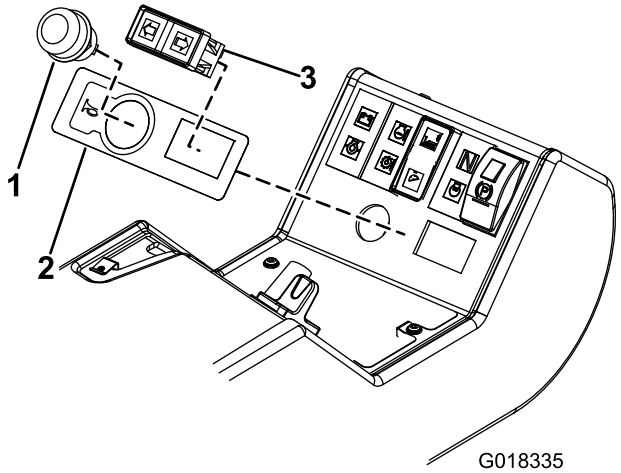
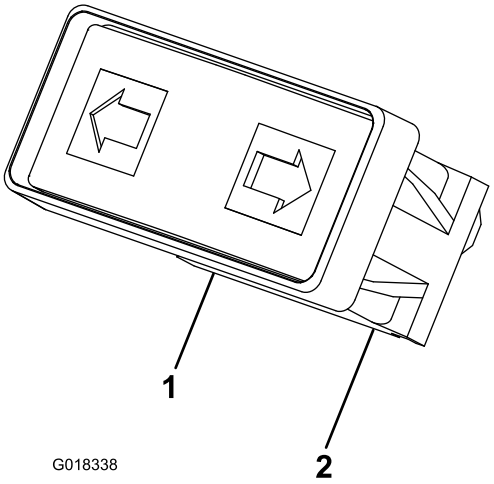

Figur 18
Figur 19
9. Monter hornmerket slik at det passer med kantene på det runde og det rektangulære hullet (Figur 18).
10. Monter hornknappen og blinklysbryteren på kontrollpanelet (Figur 18). Monter blinklysbryteren med grønne/røde ledninger til venstre og grønne/hvite ledninger til høyre, som vist i Figur 19.